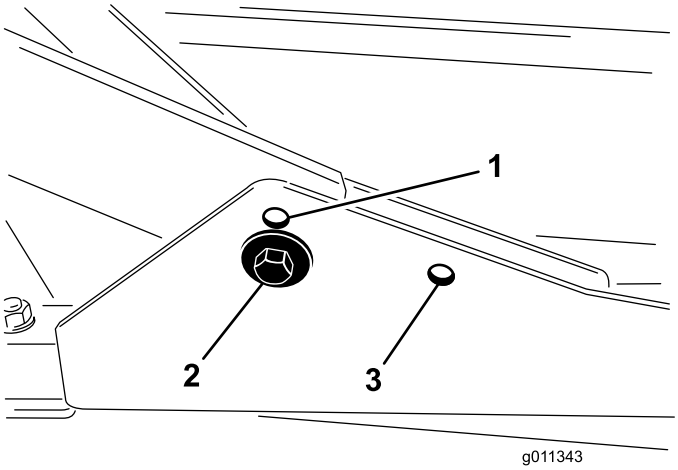

Figur 15
1. För klipphöjder inom området 2 till 7,6 cm bör de främre bärramarna monteras i de främre nedre monteringshålen (Figur 15).
2. För klipphöjder inom området 6,3 till 10 cm bör de främre bärramarna monteras i de främre övre monteringshålen (Figur 15).
Det bakre klippdäcket bör monteras i de bakre monteringshålen för samtliga klipphöjder (Figur 15).